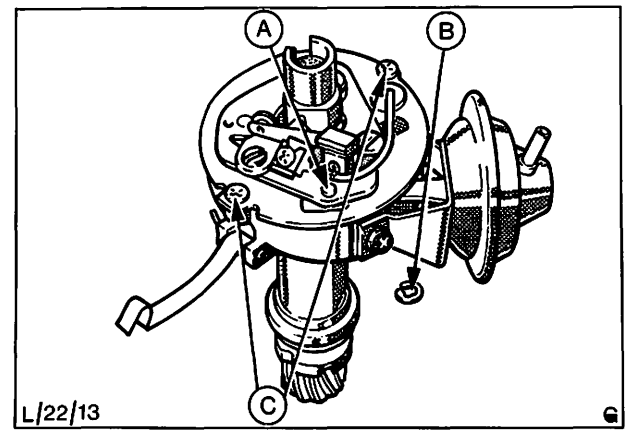

Abb. 56 A = Führungsstift Zugstange – Unterdruckversteller
19. Zugstange der Vakuumdose in Führungsstift-Unterbrecherplatte einführen und mit Sprengring sichern, Abb. 56.